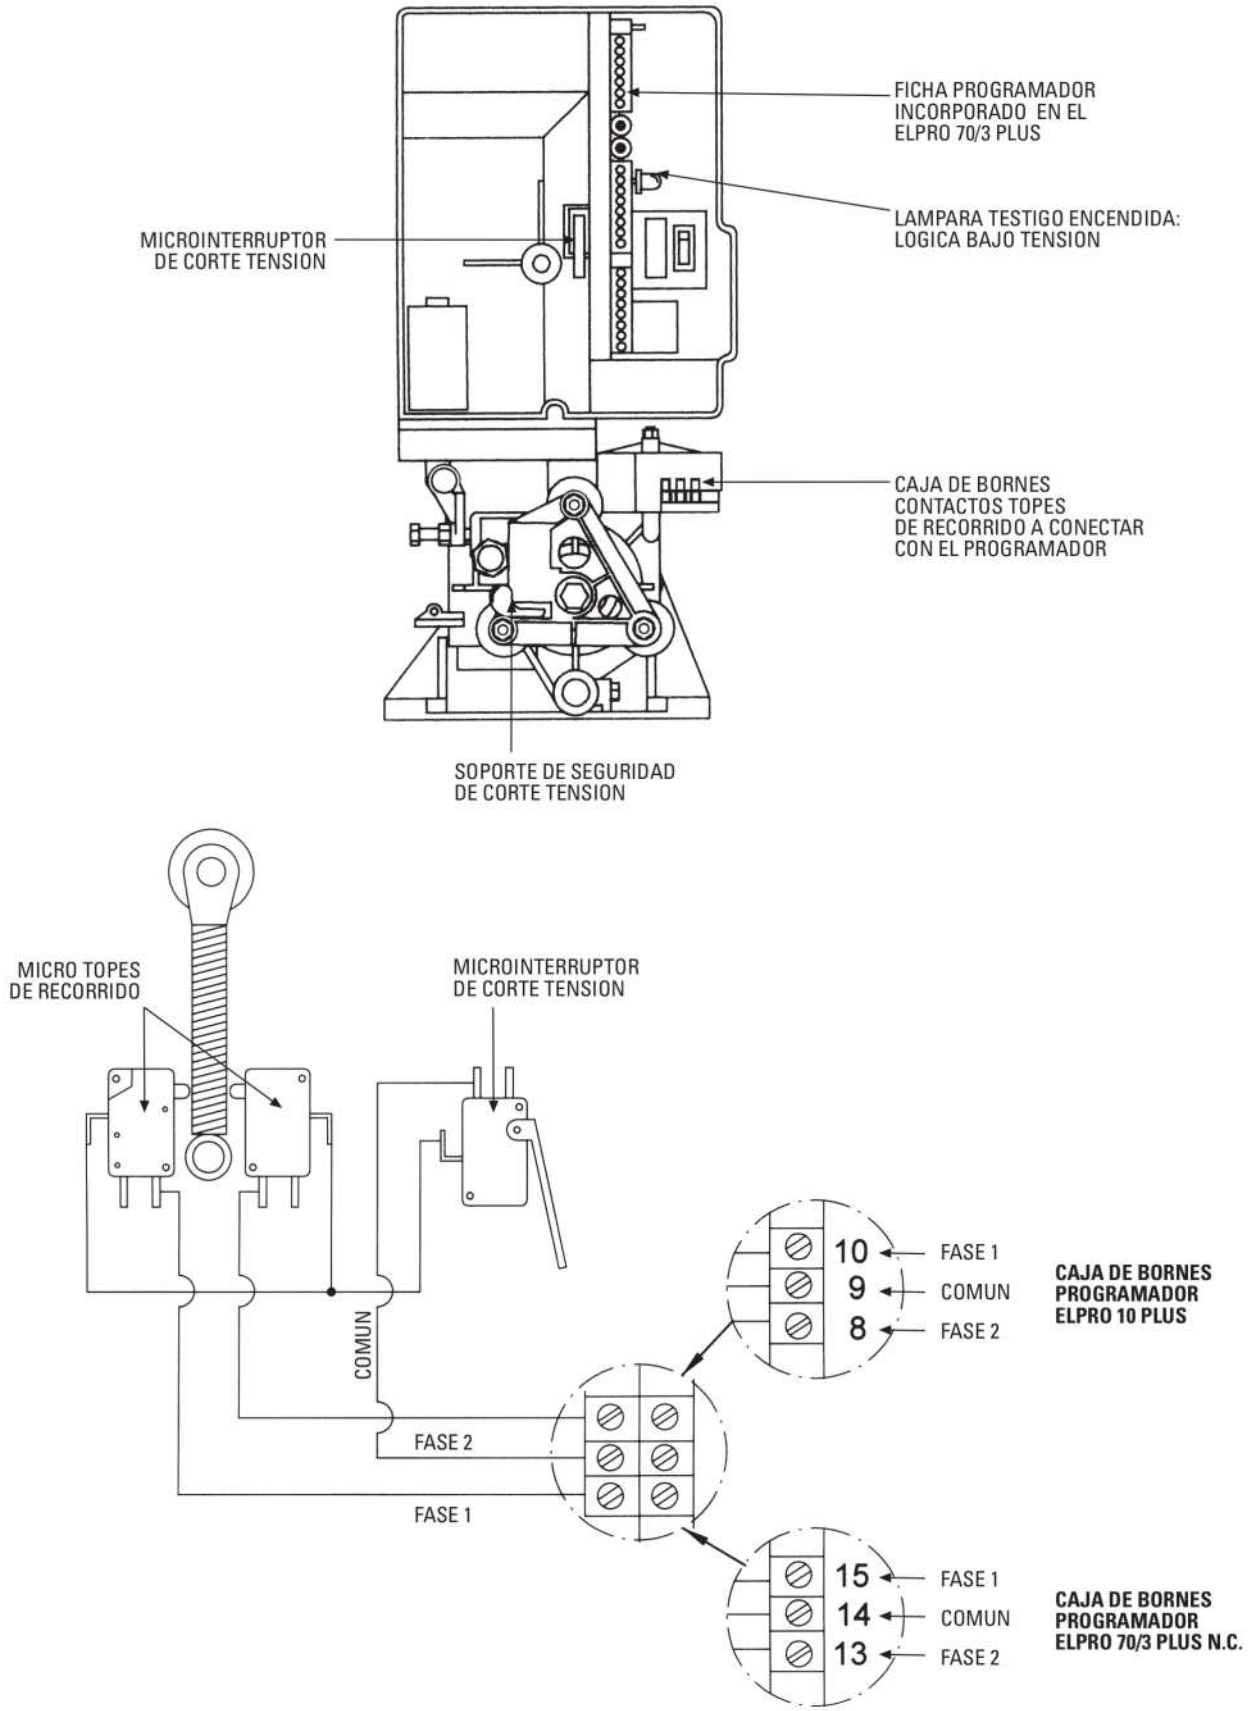

FIG. 9
- Para la instalación **trifásica**, se aconseja instalar el **soporte de contacto de seguridad** para el corte de baja tensión, conectándolo **en serie con el común del tope de recorrido** (Fig. 9). El corte de baja tensión interviene cada vez que se introduce la llave de desbloqueo o que se quite el capot protector.